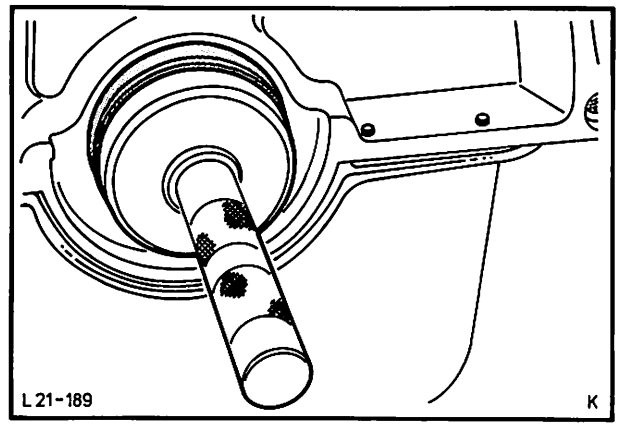

Abb. 288 Radialdichtring mit Spezialwerkzeug 21-059 eintreiben
4. Neuen Radialdichtring an der Dichtlippe mit Motoröl benetzen, auf Spezialwerkzeug 21-011-A bzw. 21-059 schieben und bis zum Anschlag des hinteren Kurbelwellenlagers treiben, Abb. 288.